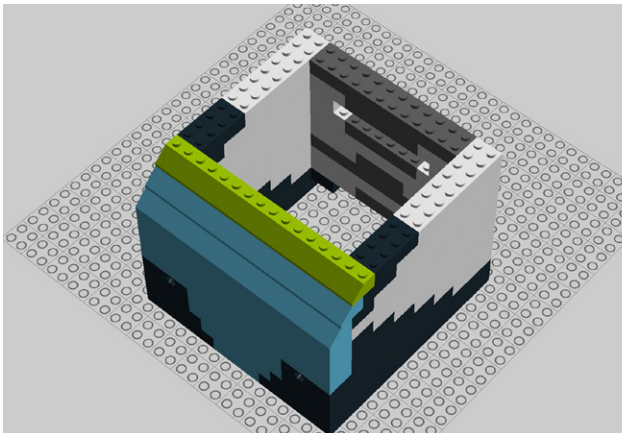

Figure 9-49. *Step 44: Adding another row of translucent slopes*
44. Now it's time for another row of translucent slopes. We used five 2x2s and two 2x3s (Figure 9-49).